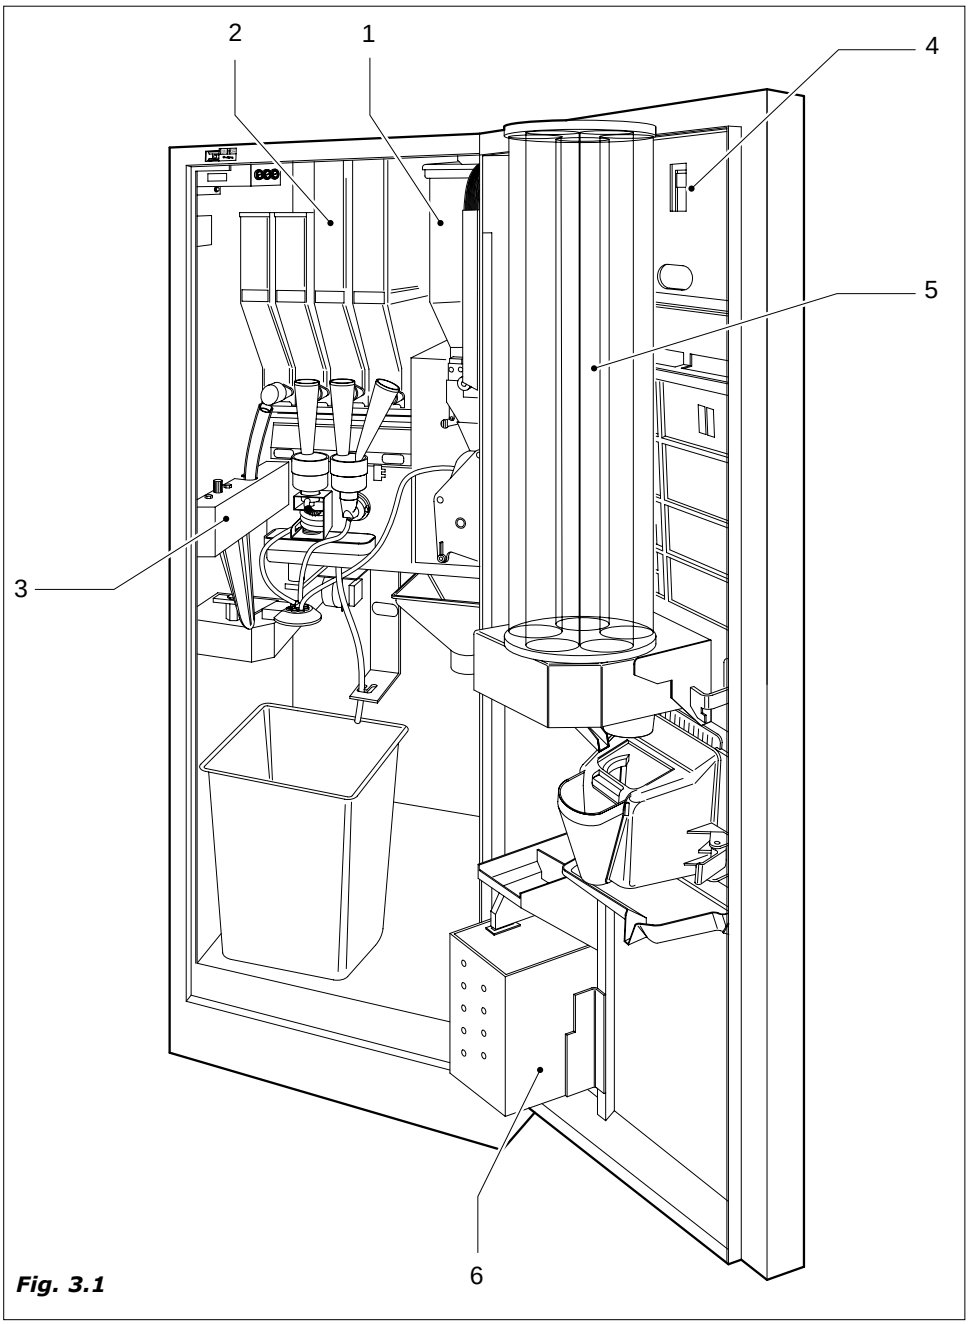

Fig. 3.1
3.1 Descrição da máquina (Fig.3.1)